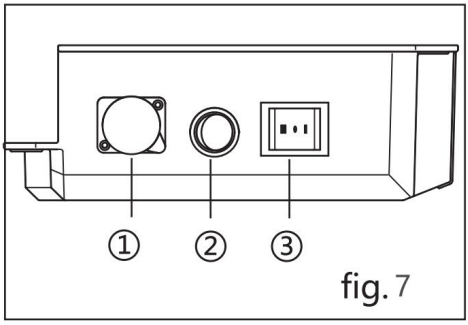

fig. 7
* Instruktioner för manuell hopfällbar modell (bild 7) · Om batteriet inte används för första gången eller under en längre tid kommer det att försättas i viloläge. Håll nu ner ② tills du hör ett pip, vilket indikerar att batteriet är aktiverat. · ③ är hopfällningsknappen ('I' betyder hopfällning, 'II' betyder utfällning). 1: Laddningsport .
Aktivera först batteriet genom att trycka på ② (bild 7). Håll sedan fjärrkontrollen intryckt och håll den nedtryckt. Fjärrkontrollens knapp fungerar så här: Tryck först på B, tryck sedan länge på A för att fälla ut och C för att fälla ihop.